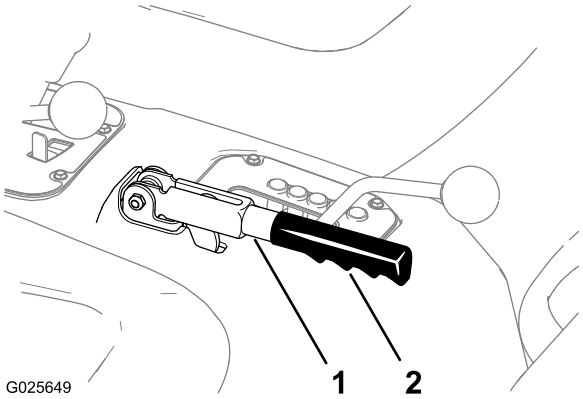

Figur 79
1. Fjern gummigrebet fra parkeringsbremsehåndtaget (Figur 79).
5. Monter gummigrebet på parkeringsbremsehåndtaget (Figur 79).